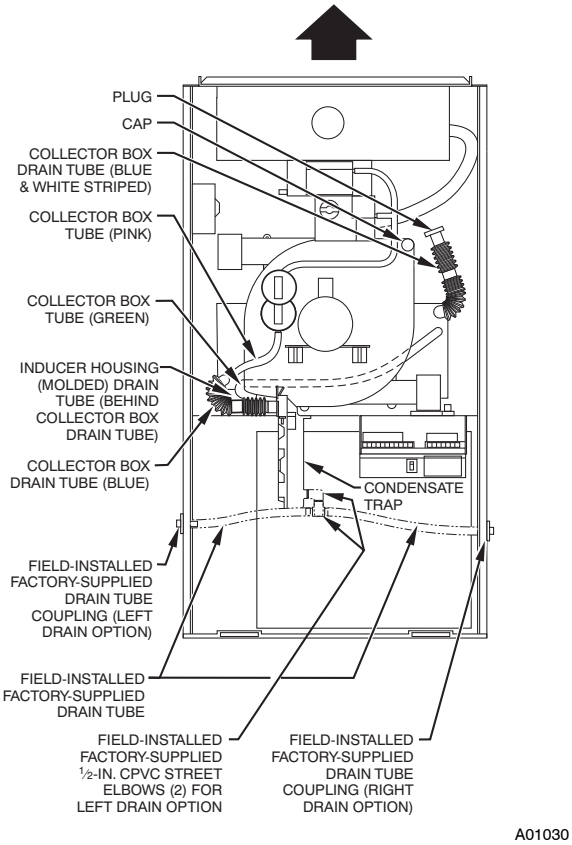

**Fig. 6 - Factory-Shipped Upflow Tube Configuration (Shown with Blower Access Panel Removed)**
Some assembly and modifications are required for furnaces installed in any of the 4 applications shown in Fig. 1. All drain and pressure tubes are connected as shown in Fig. 6. See appropriate application instructions for these procedures.
**NOTE**: See Fig. 6 or tube routing label on main furnace door to confirm location of these tubes.
j. Cement 2 factory-supplied 1/2-in. street CPVC elbows to the rigid drain tube connection on the condensate trap. (See Fig. 6.) These elbows must be cemented together and cemented to condensate trap drain connection.
**NOTE**: See Fig. 6 or 7 or tube routing label on main furnace door to check for proper connections.